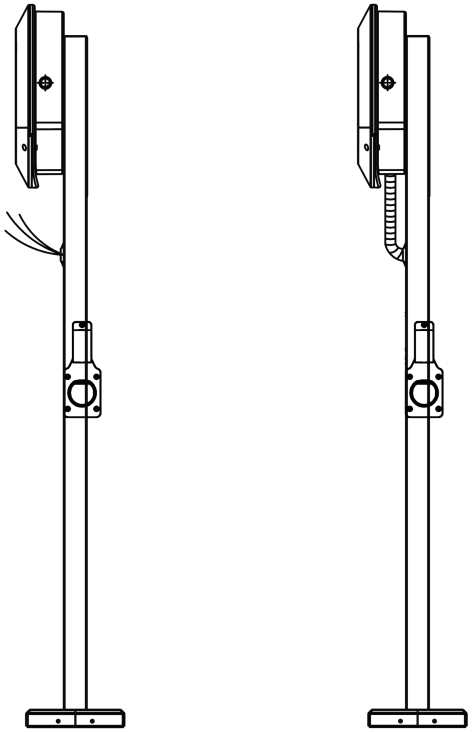

图 10
10、充电桩进线电缆从立柱穿线孔抽出，再用φ32 的 PVC 波纹管接入充电桩进线口，如图 10。